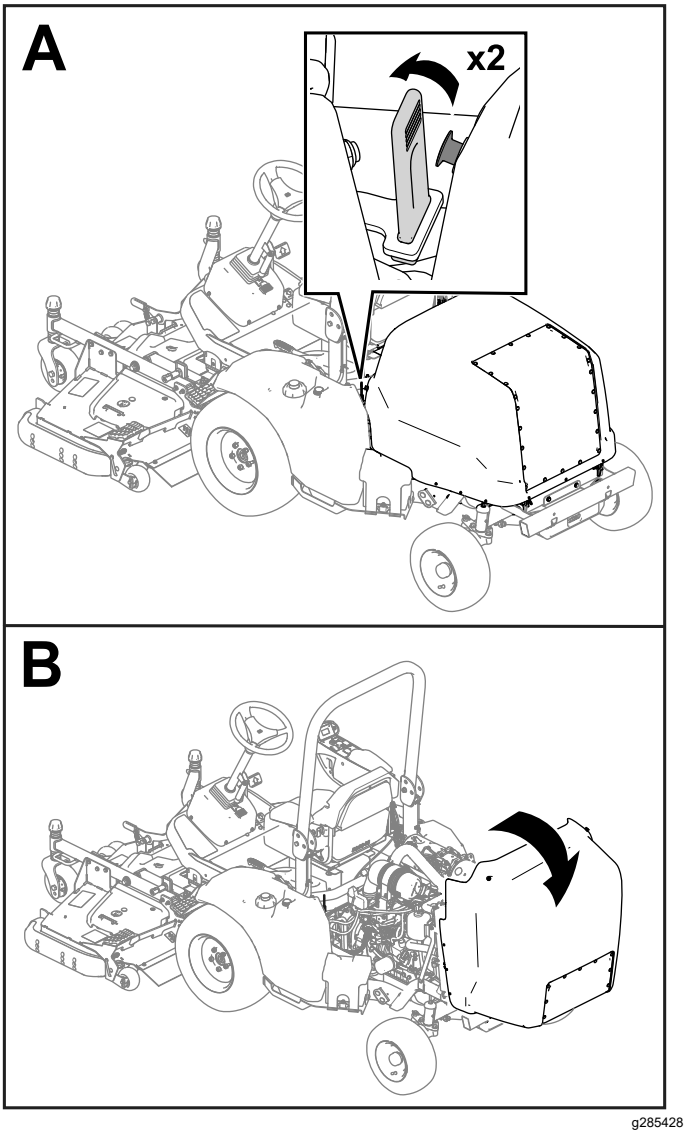

Figura 46
1. Abra los cierres en cada lado de la máquina (Figura 46).
2. Levante el capó (Figura 46).